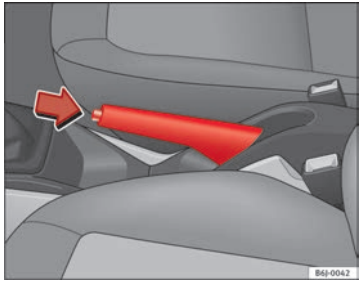

Fig. 111 Handbrake between the front seats
– Pull the handbrake lever up firmly ⇒ Fig. 111.
– Pull the lever up slightly and press the release knob in the direction of the arrow ⇒ Fig. 111 and guide the handbrake lever down fully ⇒ ⚠.